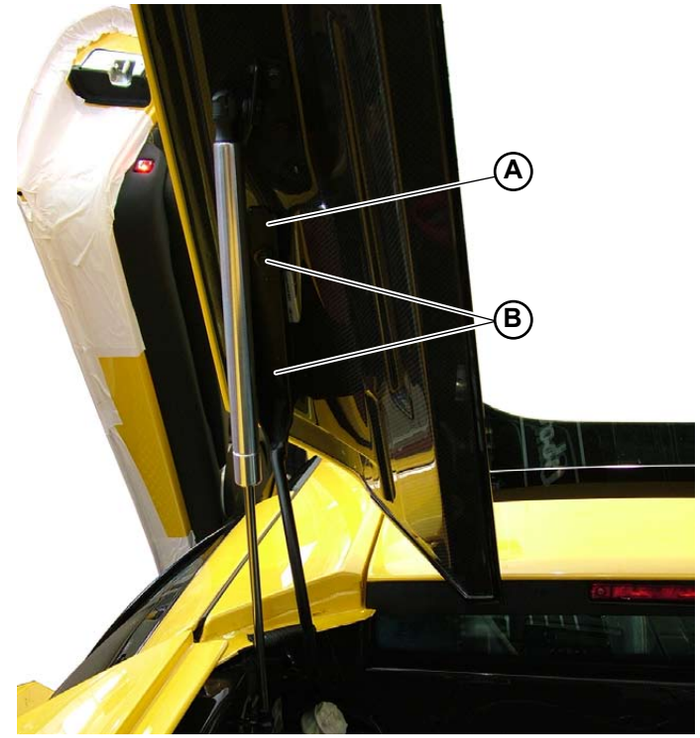

Fig.2
1. Secure the 2 hinges (**A-Fig.2**) to the rear hood using the 4 screws (**B-Fig.2**) (2 screws for each hinge).